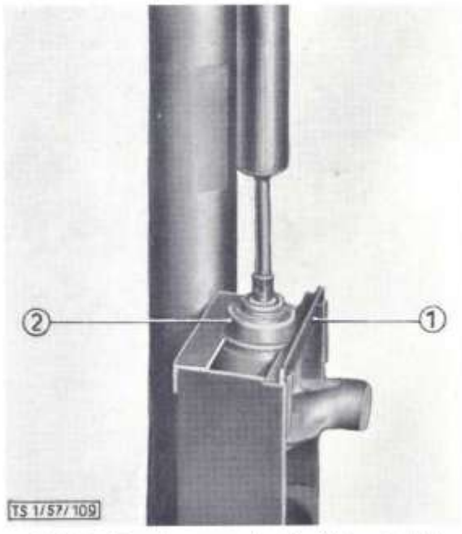

Bild 71a: **Herunterpressen des Filzdichtungsdeckels**
3. Dichtungstopf samt Filzring (71/15) vom Gehäuse herunterpressen (Bild 71a).